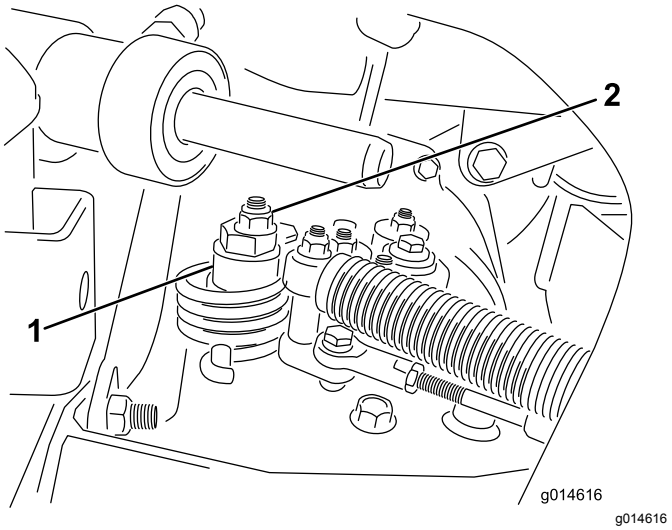

Figuur 33
A. Draai de moer los waarmee de excentriek is bevestigd aan de bovenkant van de hydrostaat (Figuur 33).
C. Draai aan de excentriek totdat de machine niet meer naar voren of naar achteren kruipt. Als het wielen niet meer draaien, zet u de moer vast waarmee de excentriek en de afstelling worden geborgd (Figuur 33). Controleer de instelling met de gashendel op LANGZAAM en op SNEL.